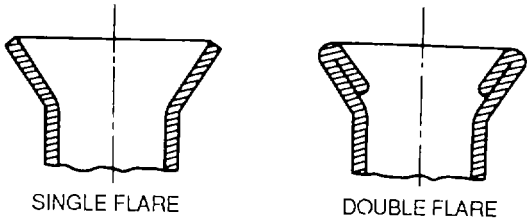

Figure 4-119. Single and Double Flares
a. *Types.* The two general types of flaring tools are the single and double. They produce flares as shown in figure 4-119.